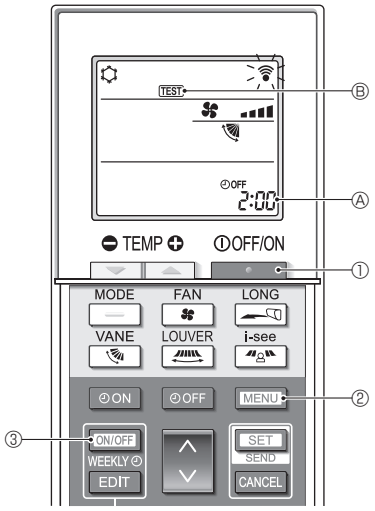

Fig. 7-5
■ **Essai de fonctionnement (Fig. 7-5)**
1. Appuyez sur le bouton [ ] ① pour arrêter le climatiseur.
- Si la minuterie hebdomadaire est activée (WEEKLY est affiché), appuyez sur le bouton [ON/OFF WEEKLY] ③ pour la désactiver (WEEKLY disparaît).
2. Appuyez sur le bouton [MENU] ② pendant 5 secondes.
3. Appuyez sur le bouton [MENU] ②.